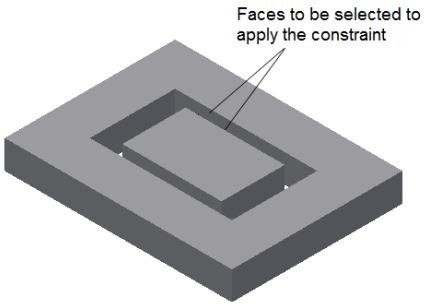

***Figure 18-39*** *Faces selected to apply the Mate constraint*
11. Similarly, apply the Mate constraint with an offset value of 10 mm between the selected faces, as shown in Figure 18-39.